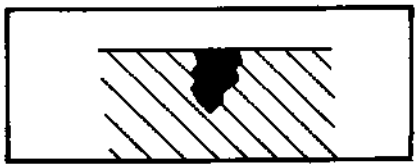

Fig. 3
- Wash off surface by water, so fluid will remain in the flaws only (Fig. 3).